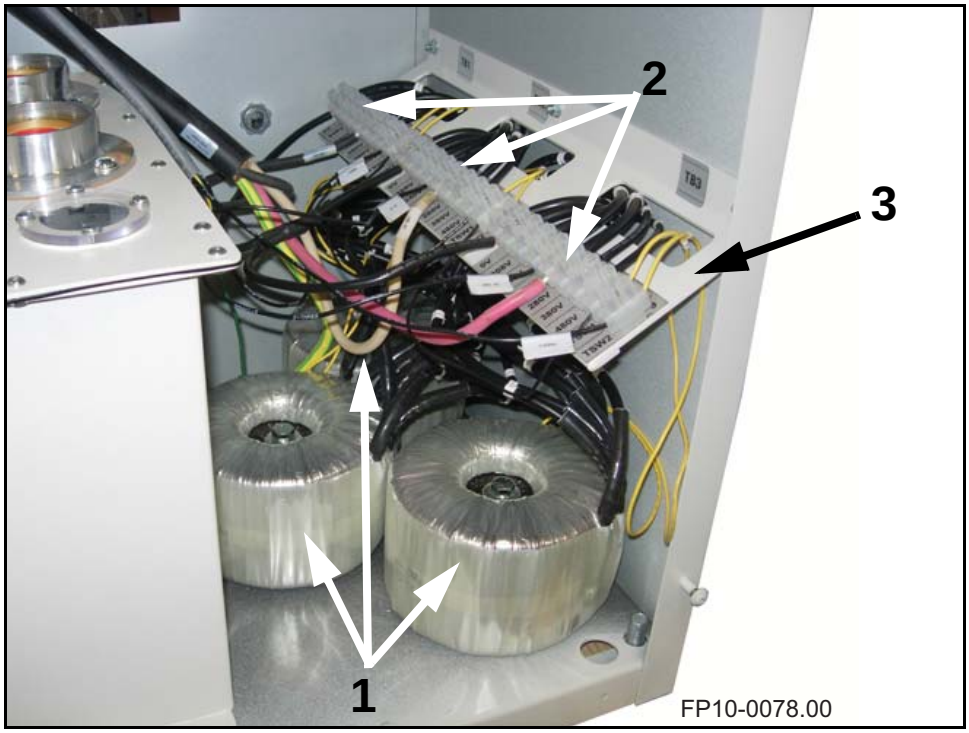

Figure 6-8. Location of line match transformers (3-phase generator).
The three line match transformers (1 in Figure 6-8) are located on the bottom of the lower cabinet. Each line match transformer is connected to it’s corresponding terminal block (2) on the terminal block bracket (3) above the transformers.